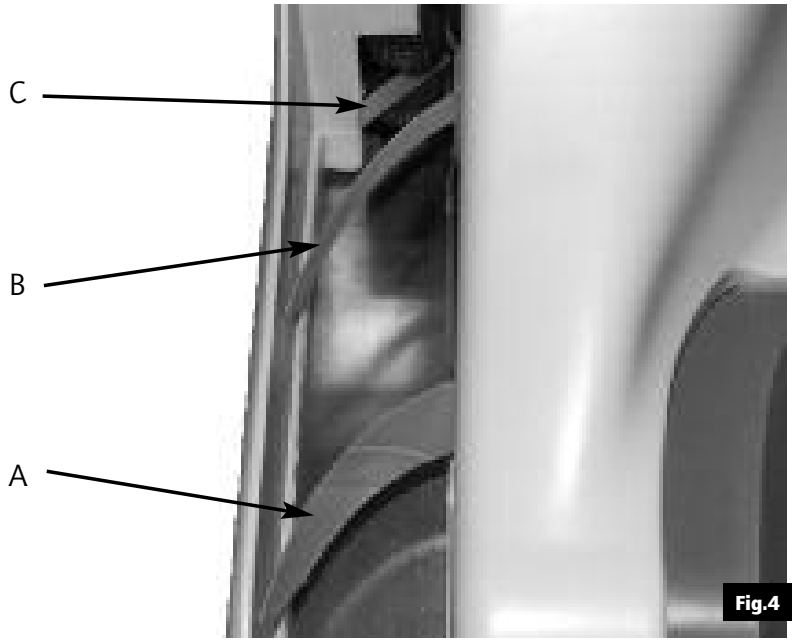

Fig.4
- **During unpackaging, do not remove or pull the Mylar blades A, B and C (see Fig.4).**